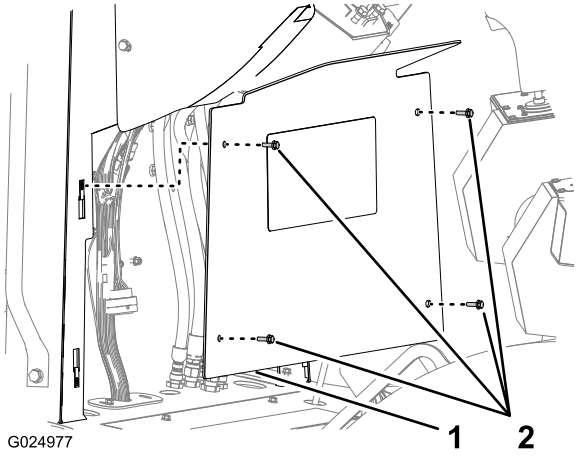

Figure 117
1. Remove the 4 hex-flanged head bolts (6 x 20 mm) that secure the lower-console panel to the console, and remove the panel (Figure 117).
3. Align the lower-console panel to the console (Figure 117).